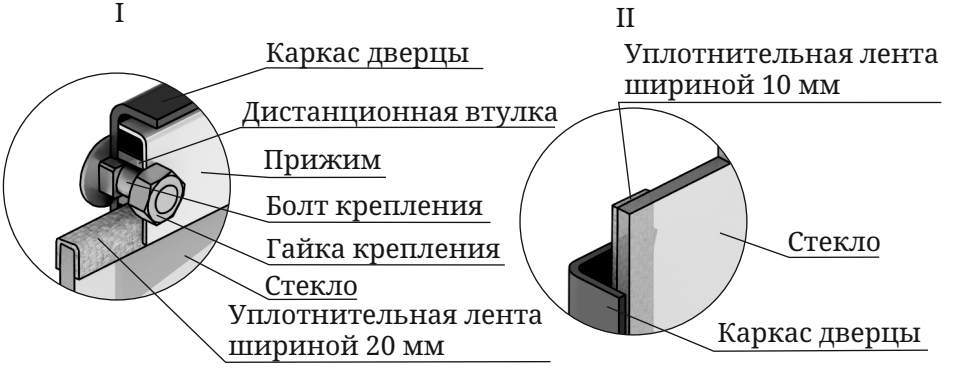

Рисунок 13. Крепление светорозрачного экрана дверцы модификации «Люмина»
1. Открутите две гайки, фиксирующие прижим (рисунок 13.I), и демонтируйте его и дистанционные втулки.
3. Возьмите новое стекло, есл на нем нет уплотнительны лент, наклейте их: лента шириной 20 мм накл ивается сверху и снизу стекла «П»-образно (рисунок 13.I), лента шириной 10 мм наклеивается вертикально, вдоль боковых сторон стекла (рисунок 13.II).
4. Вставить стекло в упор, при этом лента наклеенная с боковых сторон (вертикальная) должна быть зажата между стеклом и каркасом дверцы (рисунок 13.II).
Внимание! Гайки крепящие прижим накручиваются на болты крепления через дистанционные втулки (рисунок 13.I).